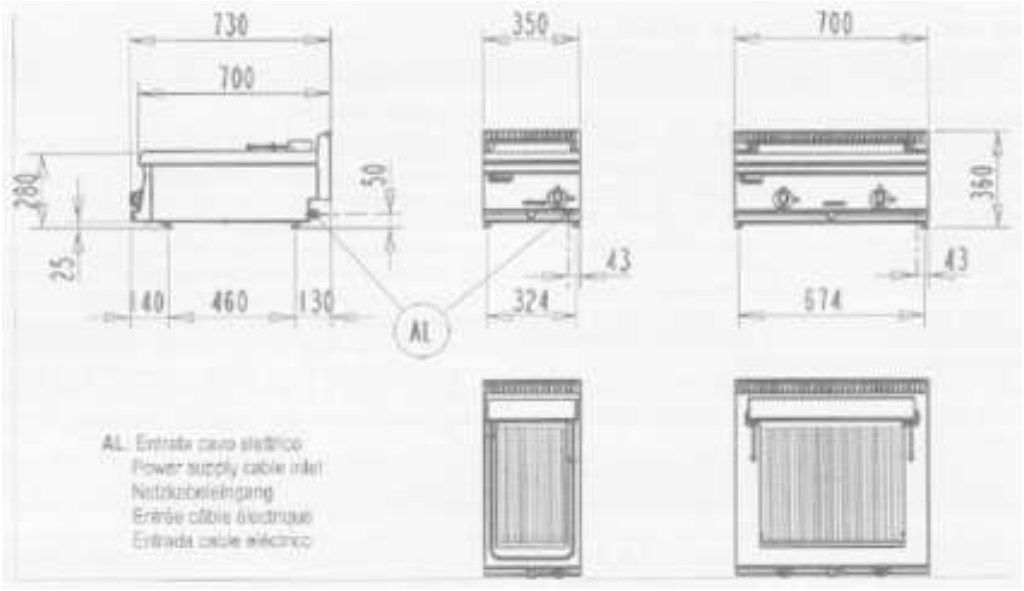
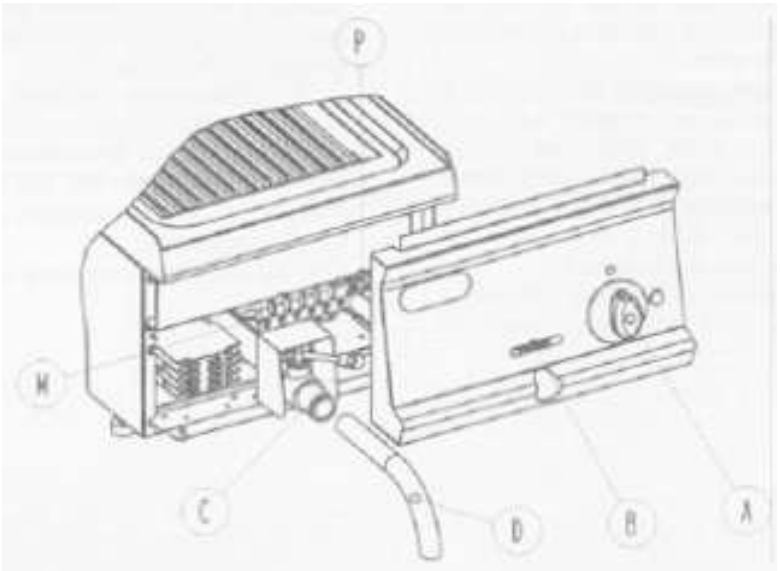

Рис. 1:
Рис. 2
Электрический кабель не должен проходить вблизи от источников тепла, и температура в местах прохождения электрического кабеля не должна подниматься выше 50°C. Электриче-ский кабель должен быть за-щищён жесткой металлической или пласт-массовой трубкой. Данное электрооборудование поставляется без электрического кабеля. Для подачи электрической энергии к данному оборудованию следует приме-нять электрический кабель, имеющий тех-нические характеристики, по меньшей мере, соответствующие стан-дарту H07 RN-F. Поперечное сече-ние проводов электрического кабеля должно быть не менее, чем ука-зано в таблице (рис. 1).
Для того, чтобы получить доступ к клеммной колодке «M» (рис. 2), снимите панель управления, для чего следует отвинтить два винта, которые находятся в нижней части этой панели.
Убедитесь в том, что электрический кабель проходит через пред-на-значенное для него отверстие «P» (рис. 2) вблизи клеммной колод-ки; удерживайте кабель на месте до тех пор, пока его положе-ние не будет зафиксировано с помощью кабельного хомута «AL» (рис. 1).
• Поверните ручку «A» (рис. 2) так, чтобы индикаторная метка на панели управления соответствовала желаемой температуре.
• Вставьте один конец трубки “D” (рис. 2) в сливное отверстие и закрепите его, вдавив вниз.
• Поднимите рычаг “B” (рис. 2) и нажмите на рычаг “C” (рис. 2) влево, для того, чтобы слить воду из ванны.